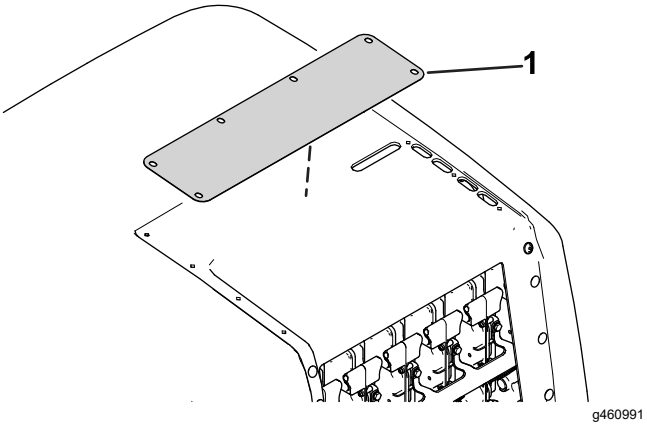

Figur 24
10. Fjern pladen under hjelmdækslet (Figur 24).